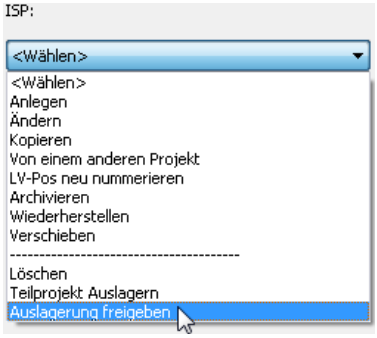

Bild 17.7 – Freigeben einer Auslagerung
- Dies geschieht über den Menüpunkt *Auslagerung freigeben* im Listenfeld der Zeichnungsverwaltung des Hauptrechners (Abb. 17.7).